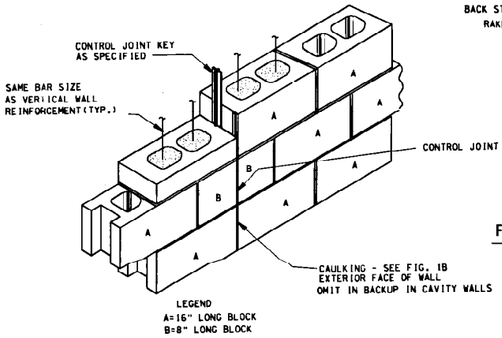

FIG. 1A - SASH BLOCK
1. FIGURE 1A OR 1B ARE APPLICABLE TO THE CONSTRUCTION OF ALL CONTROL JOINTS IN 8" & 12" HOLLOW BLOCK WALLS EXCEPT WHERE STEEL OR CONC. COLS. OCCUR. SEE ARCHITECTURAL ELEVATIONS FOR REQUIRED LOCATIONS.